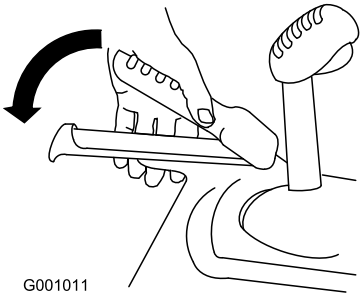

Rysunek 28
1. Aby włączyć napęd trakcyjny, przyciśnij lewą ręką dźwignię (trakcji) do uchwytu (Rysunek 28).